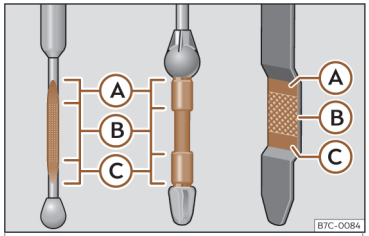

Fig. 210 Varilla de medición del nivel de aceite.
– A continuación, vuelva a extraerla y compruebe el nivel de aceite››› fig. 210. En caso necesario, reponga aceite del motor.
- Cuando el nivel de aceite alcance como mínimo la zona››› fig. 210 Ⓑ, enrosque el tapón de la boca de llenado con cuidado ››› ❗.
Si el nivel de aceite se encuentra por encima de la zona>>> fig. 210 Ⓐ, no arranque el motor. Puede causar daños en el motor y en el catalizador. Informe a un taller especializado.
El nivel de aceite no deberá estar en ningún caso por encima de la zona>>> fig. 210 Ⓐ. De no ser así, podría aspirarse aceite por el respiradero del cárter del cigüeñal y llegar a la atmósfera a través del sistema de escape.